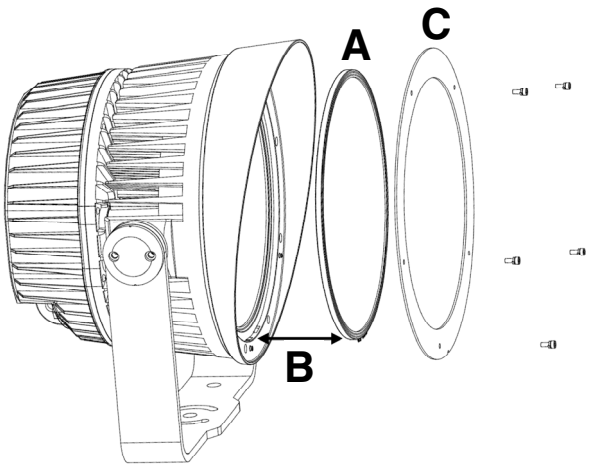

Figure 4. Diffuser installation
2. See Figure 4. Position the diffuser **A** over the front of the fixture, making sure that the marking ‘**this side out**’ close to the edge of the diffuser faces outwards, towards the front of the fixture.
If you install a louver over a diffuser lens, you do not need to use the trim ring shown at **C** in Figure 4 on page 12 because the louver will hold the diffuser securely.